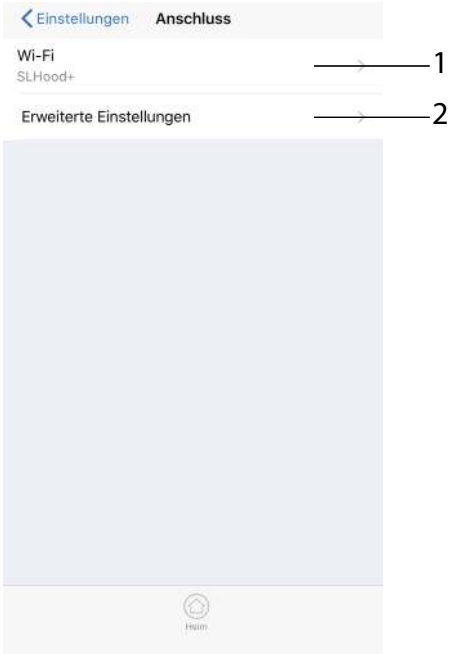

Abb. 24
- Sie können Ihre Haube genauso mit Ihrem Gerät mit dem Netzwerk verbinden. Sie können alle Netzwerke in der Plattform anzeigen, indem Sie auf die Registerkarte Einstellungen->Verbindung->WLAN->Scannen klicken. Die Verbindung wird hergestellt, nachdem Sie Ihr Kennwort eingegeben haben, indem Sie auf den Namen des Netzwerks klicken, das Sie verwenden möchten. Der Name des eingegebenen Netzwerks wird anstelle von SLHood + unter dem Thema WLAN angezeigt. (Abb. 24 / 1) Unter den WLAN-Netzwerken des Geräts wird SLHood + nach der Verbindung entfernt.
Wenn das Passwort falsch ist, (Abb. 24 / 1) SLhood + bleibt hier und Sie müssen Ihr Passwort erneut eingeben.
- Wenn Sie das Gerät und die Haube aus dem gemeinsamen Netzwerk entfernen und die Verbindung zum SLHood + wiederherstellen möchten; Sie müssen entweder die Haube zurücksetzen oder auf Einstellungen->Verbindung->Verbesserte Einstellungen klicken (Abb. 24 / 2) Registerkarten und aktivieren Sie die Registerkarte AP-Modus aktivieren. Anschließend können Sie über die Netzwerke eine Verbindung zu SLHood + herstellen.